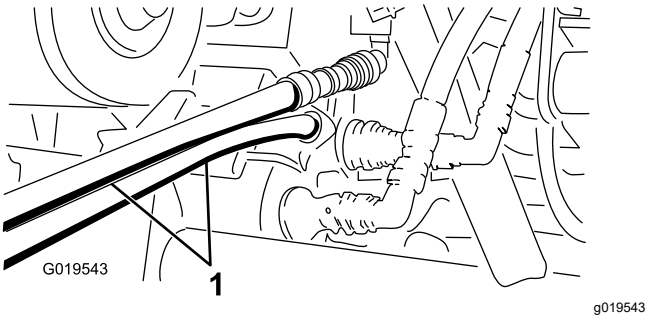

図 76
5. 救援側のワークマンのカップラブラケットにまだついているカップラに、救援用ホースを接続する上のホースは上のカップラに、下のホースは下のカップラに接続する図 76。